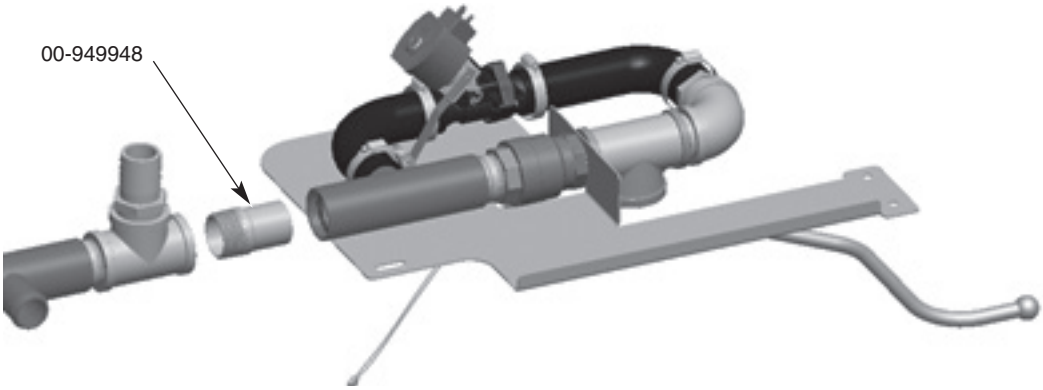

Fig. 14
6. Retirez la pièce filetée tournée vers le bas (00-949948) du raccord en T de l'extrémité de déchargement et remplacez-la par un bouchon de tuyau au filetage NPT inclus avec la livraison. La pièce 00-949948 peut être jetée. Voir Fig. 14.